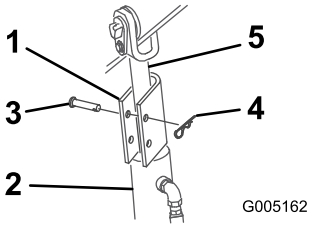

Figure 12
4. Posez un dispositif de verrouillage sur chaque tige de vérin (Figure 12).
5. Fixez chaque dispositif à l'aide d'un axe de chape et d'une goupille fendue (Figure 12).